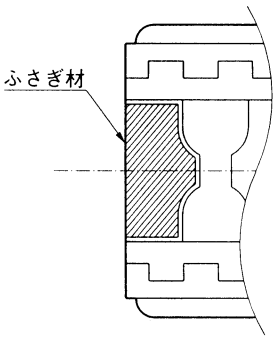

図9-2-1
- ふさぎ材には上下がありますが、刻印がありますので刻印に従って接着してください。(図9-2-1参照)